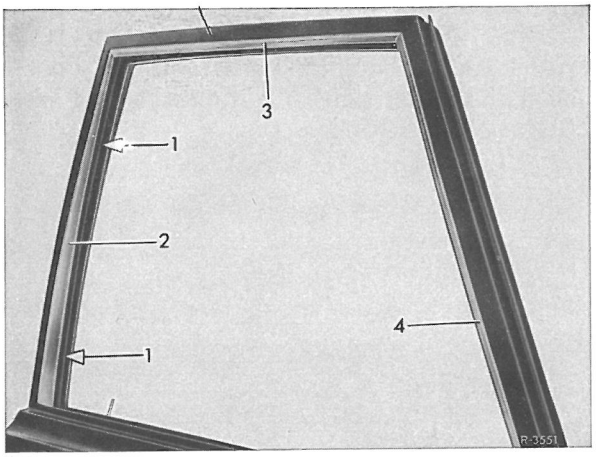

Fig. 72-15/1
3 Skruerne (1)tages ud, og pynteliste (2) tages af (fig. 72-15/1).